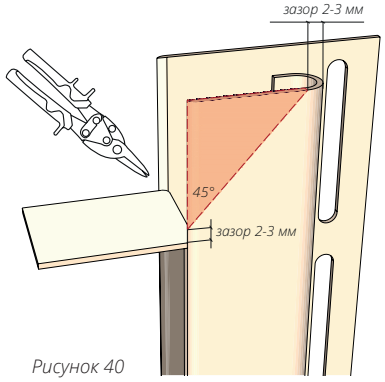

Рисунок 40
**14.4** Если соединение лицевой части нужно сделать под 45°, подрежьте J-профиль согласно рис. 40.